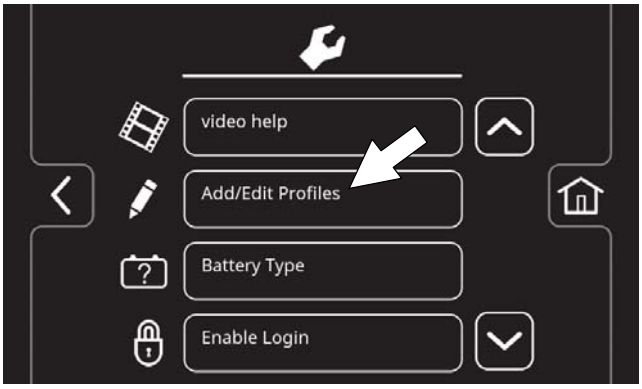

図 181
2. プロファイルの追加/編集ボタンを押します（図181）。